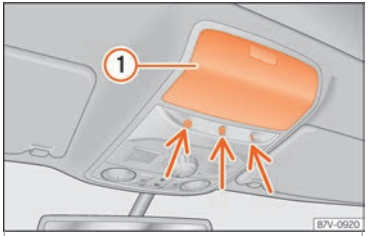

Fig. 135 On the roof console: interior monitoring sensors.
Close the storage compartment ››› Fig. 135 (1) on the roof console, otherwise the interior monitoring function (arrow) is not guaranteed to work freely.